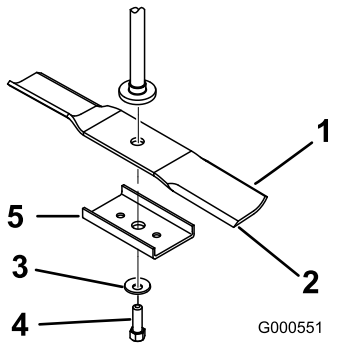

Figur 40
Håll knivänden med en trasa eller en tjockt vadderad handske. Avlägsna knivbulten, den böjda brickan, knivförstärkningen och kniven från spindelaxeln (Figur 40).
1. Montera kniven på spindelaxeln (Figur 40).
2. Montera knivförstärkningen, den böjda brickan (kupade sidan mot kniven) och knivbulten (Figur 40).